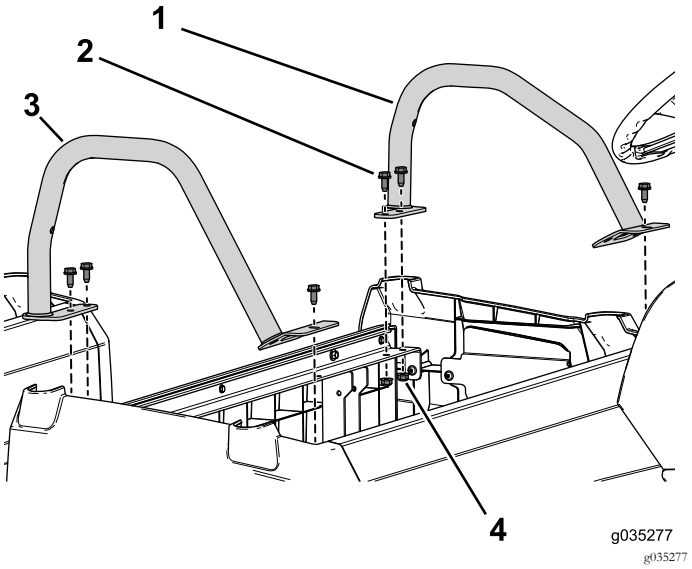

Figura 51
3. Utilize os seis parafusos flangeados (3/16" x ¾") e porcas flangeadas para prender os suportes para as ancas esquerdo e direito à base do banco dianteiro (Figura 51).